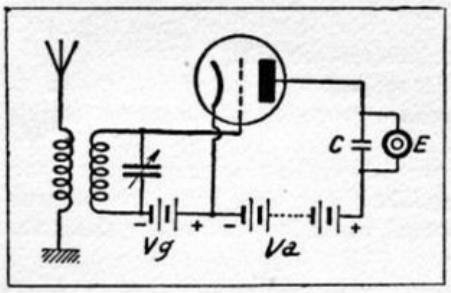
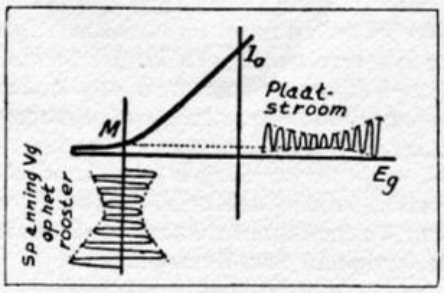

Fig. 42. Schema van de detectie ten gevolge van de bocht in de plaatkarakteristiek.
Fig. 43. In het werkpunt M veroorzaken de wisselende roosterspanningen een gelijkgerichten stroom in de plaat.
W. — Ja! Toch kan men voor die gelijkrichting ook op een minder directe wijze te werk gaan dan die, welke wij tot nu toe hebben bestudeerd. Daarvoor gebruikt men dan een versterkerlamp, waarvan het rooster van een batterij Vg (fig. 42) een zoo hooge negatieve spanning krijgt, dat de plaatstroom bijna nul is. (Dat is het punt M in de onderste bocht van de karakteristiek in fig. 43.) Men legt de gemoduleerde hoogfrequente spanningen tusschen het rooster en de kathode aan. De positieve halve perioden geven
W. — Je hebt ook deze soort van detectie goed gesnapt! De in fig. 42 voorgestelde detectie is de *detectie door middel van de onderste bocht van de plaatkarakteristiek*. Je vrienden zullen waarschijnlijk praten over „roosterdetectie". Maar luister daar niet naar. Dat is een term voor nog een andere soort detectie (door middel van een triode), daarop komen we later nog wel eens terug!